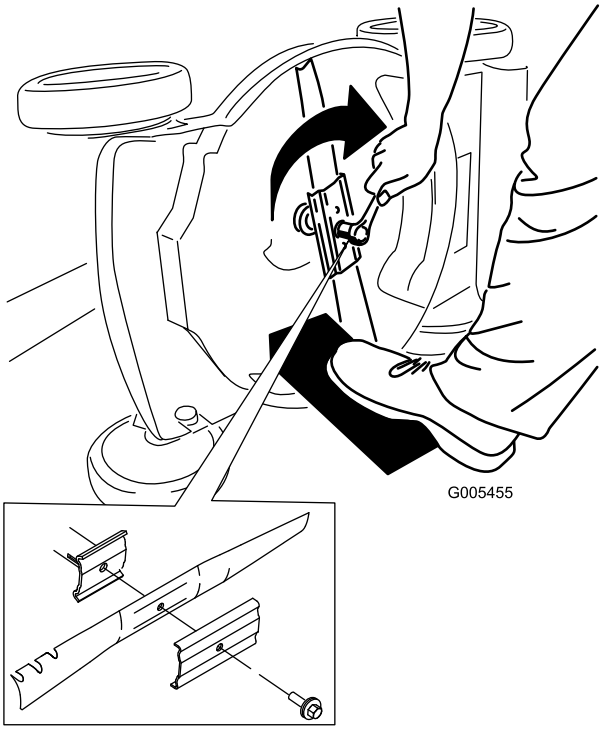

Figure 26
5. Montez la nouvelle lame et toutes les fixations (Figure 26).